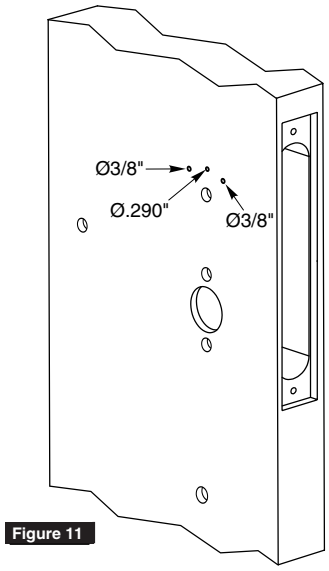

Figure 11
16. **TURN-PIECE FUNCTIONS ONLY:** Drill one middle hole (.290") and two outer holes (3/8") halfway through door. (Figure 11)